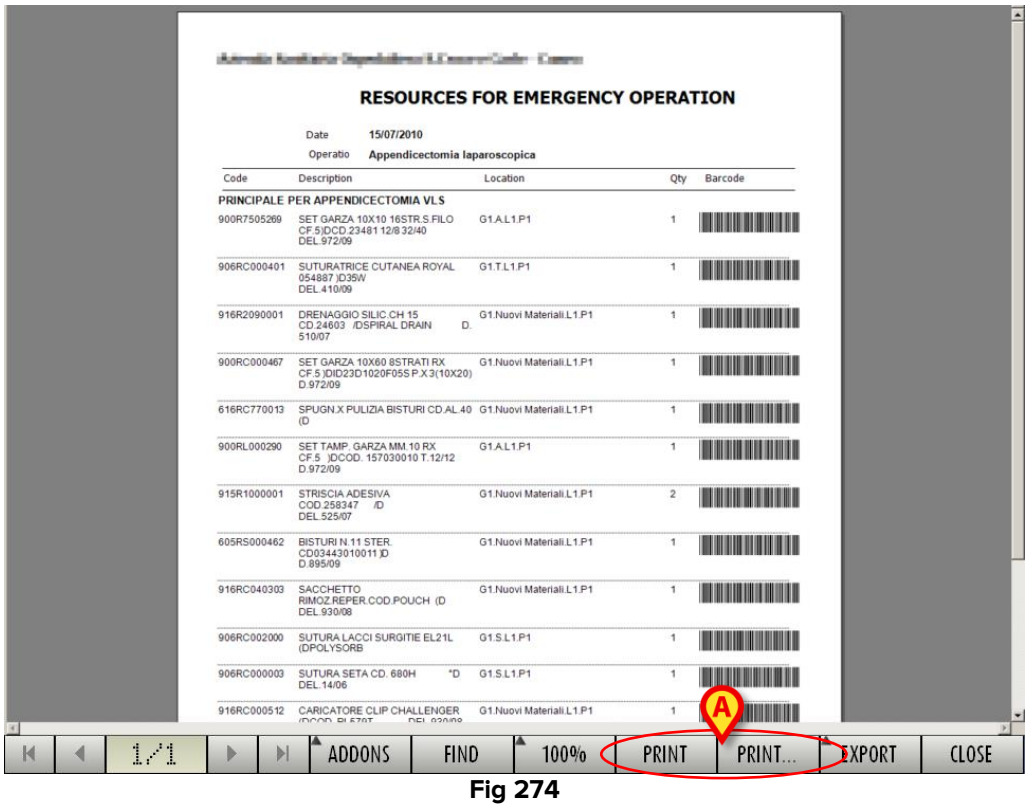

Fig 274
The document listing the resources is created.A print preview is displayed (Fig 274).
- Click the **Print** button on the command bar (Fig 274 **A**) to print the document.